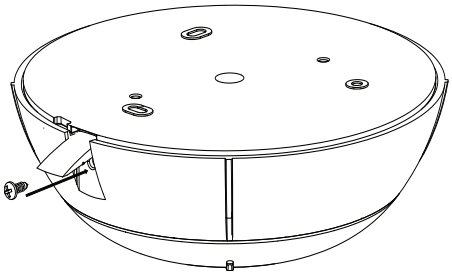

Bild 6. Fäst detektorn
4. Sätt fast detektorn på fästet med skruven (se bild 6).